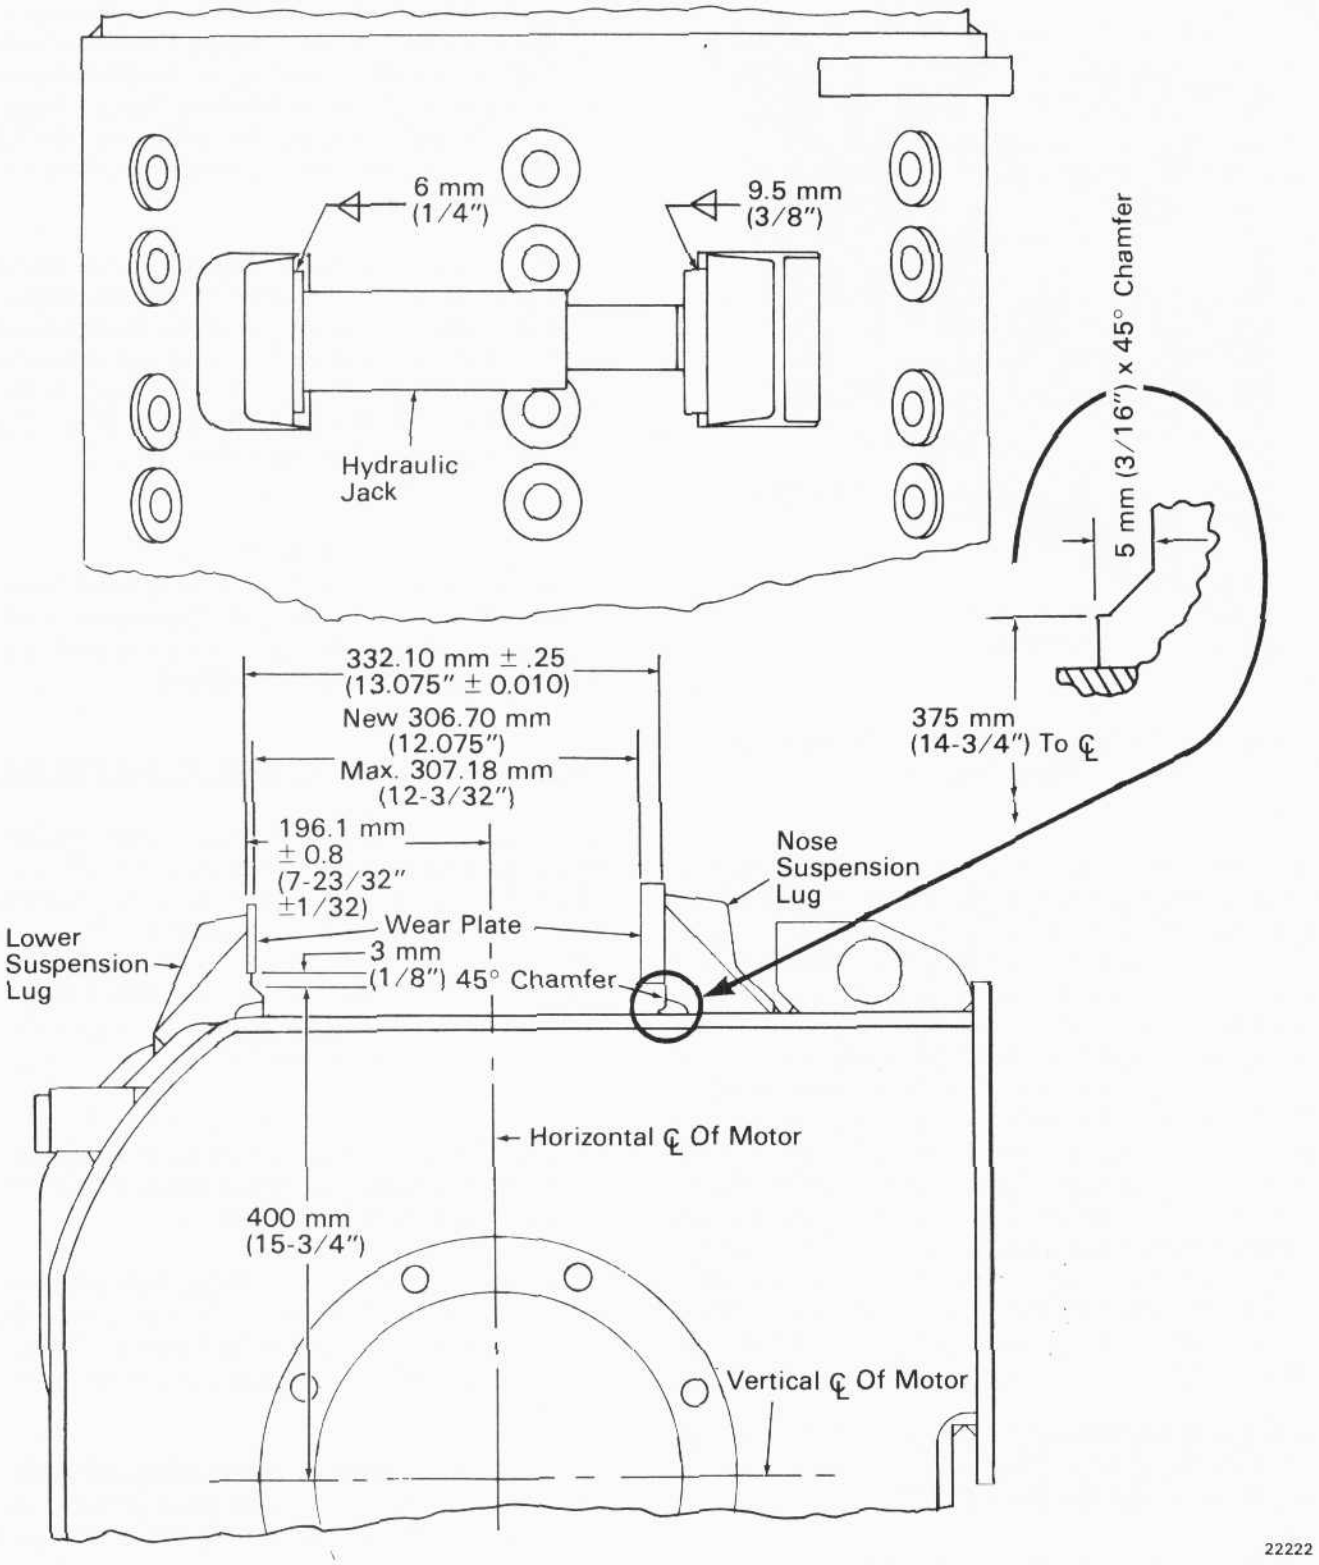

Fig.31 – Nose Suspension Lug And Wear Plates
If the distance between wear plate and lower suspension lug machined surface is more than 307.18 mm (12-3/32"), refer to Fig. 31 and perform the following procedure.
1. Check the lower suspension lug dimension from horizontal centerline of motor. If dimension is greater than limits of Fig. 31, area should be milled to dimension of Fig. 31 and a 6.35 mm *(.250") wear plate welded to suspension lug.* Refer to Wear Plate Welding Procedure which follows. It is not necessary to maintain the 45° chamfer on lower suspension lug as shown in *Fig. 31, but maintain the 374.6 mm (14-3/4")* dimension from vertical centerline of motor as shown in Fig. 31.
2. *If the lower suspension lug is within tolerance,* the 19.05 mm (.750") upper suspension lug wear plate must be replaced. If upper suspension lug is undersize, build up with weld and re-machine *to dimension of Fig. 31. Use only* A.W.S. E-7016 stick electrode. Refer to Wear Plate Welding Procedure which follows.
The proper preparation of motor frame surface is very important to successful application of the wear plates. The frame surface must be smooth and flat. Remove any weld beads or high spots. If the nose bracket face dimension is not within tolerance of Fig. 31, the surface must be welded and re-machined. Perform the following procedure to install wear plates if required.